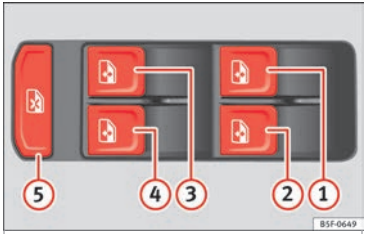

Fig. 133 Detail of the driver door: controls for the windows.
Buttons ››› Fig. 133 ①, ②, ③ and ④ have two positions for opening windows and two for closing them. This makes it easier to open and close windows to the desired position.